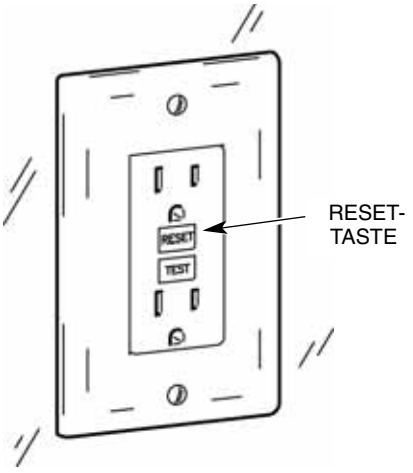

Abb. 3 — GCFI-Steckdose.
3. Der Erdschluß-Stromunterbrecher (GFCI) muß eventuell zurückgesetzt werden (Abb.3). Bitte die RESET-Taste in die IN -Position drücken. (Der GCFI befindet sich gewöhnlich an der 110-V-Steckdose im Badezimmer und/oder in der Küchenecke.)